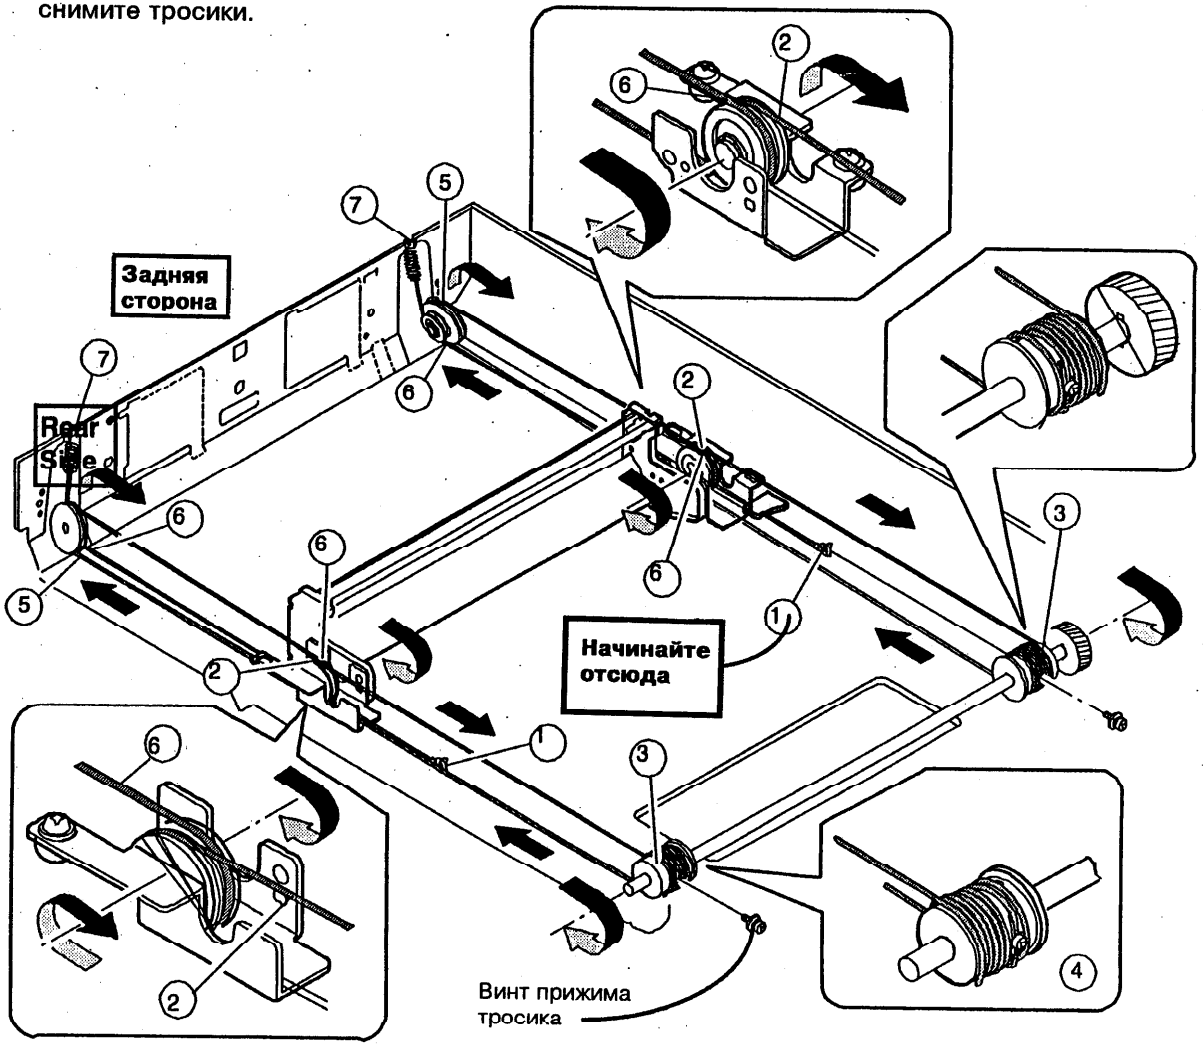

Рис. 1. Снятие тросика сканирования
2. (Рис.1): Снимайте тросик сканирования, сначала отцепив его в положении 1 и далее отцепляйте его в следующих положениях до положения 7, как это показано на Рис. 1. Выполните эту операцию для переднего и заднего тросиков и затем снимите тросики.